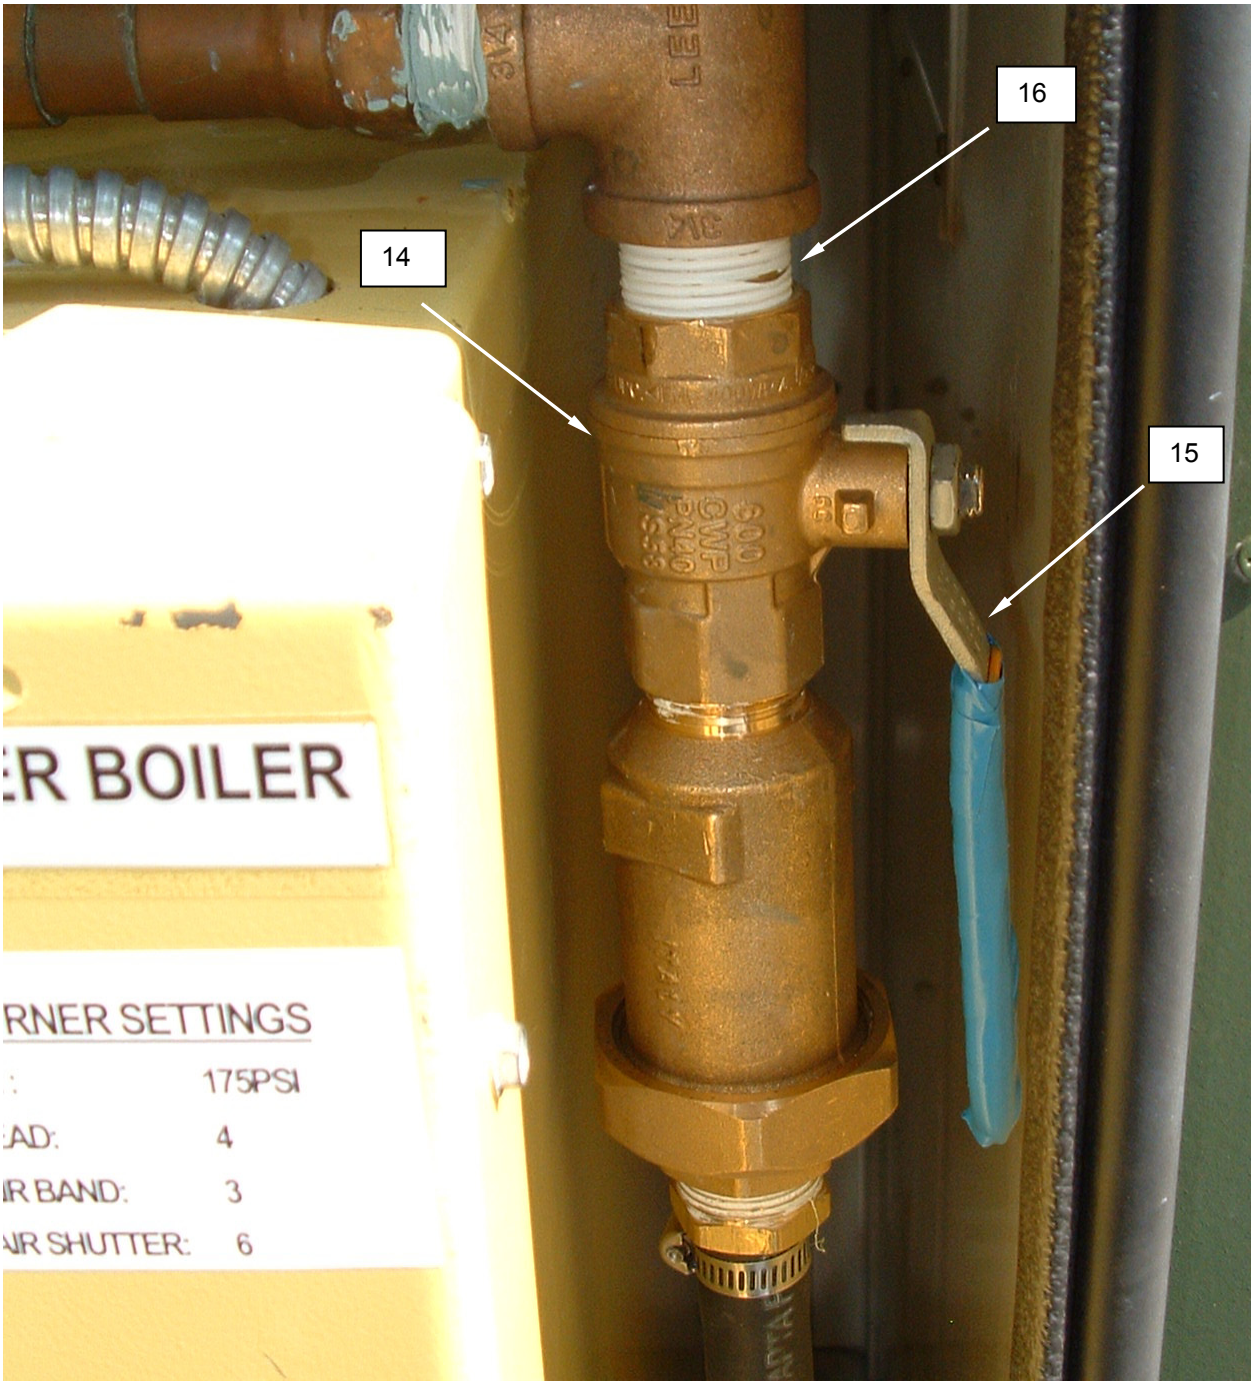

Figure 7. Replace Brass Hand Operated Valves.
3. Note position of valve **(Figure 7, Item 14)** and valve operating handle **(Figure 7, Item 15)**.
4. Remove the nut retaining the operating handle **(Figure 7, Item 15)**, and remove the operating handle.
5. Use a pipe wrench to steady attached plumbing, and unscrew valve **(Figure 7, Item 14)** to be replaced.
6. Remove the nut retaining the operating handle **(Figure 7, Item 15)** on the replacement valve, and remove the operating handle.
7. Apply pipe sealing compound to threads of replacement valve **(Figure 7, Item 14)** or attaching nipple **(Figure 7, Item 16)**.
8. Use a pipe wrench to steady attached plumbing, and install replacement valve **(Figure 7, Item 14)**.
9. Ensure replacement valve **(Figure 7, Item 14)** is tight and correctly aligned to ease of operation.